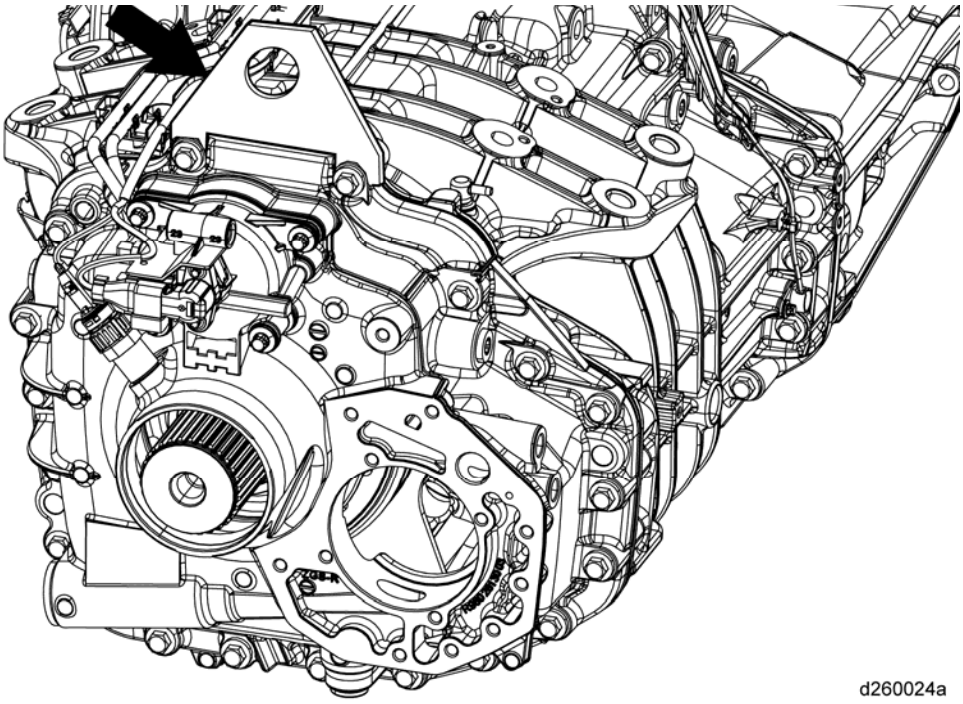

Figure 3 – Lifting Eye (special tool DDE W 715 589 00 40 00) Installed
9. For A-box transmissions only, remove the top two bolts on the range housing bolting flange, and install the lifting eye (special tool DDE W 715 589 00 40 00). B-box transmissions have an integrated lift eye in the range housing casting. See Figure 3.